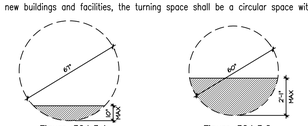

Figure 304.3.1 Figure 304.3.2
3. The overlap shall be permitted only within the turning circle area shaded in figure 304.3.1